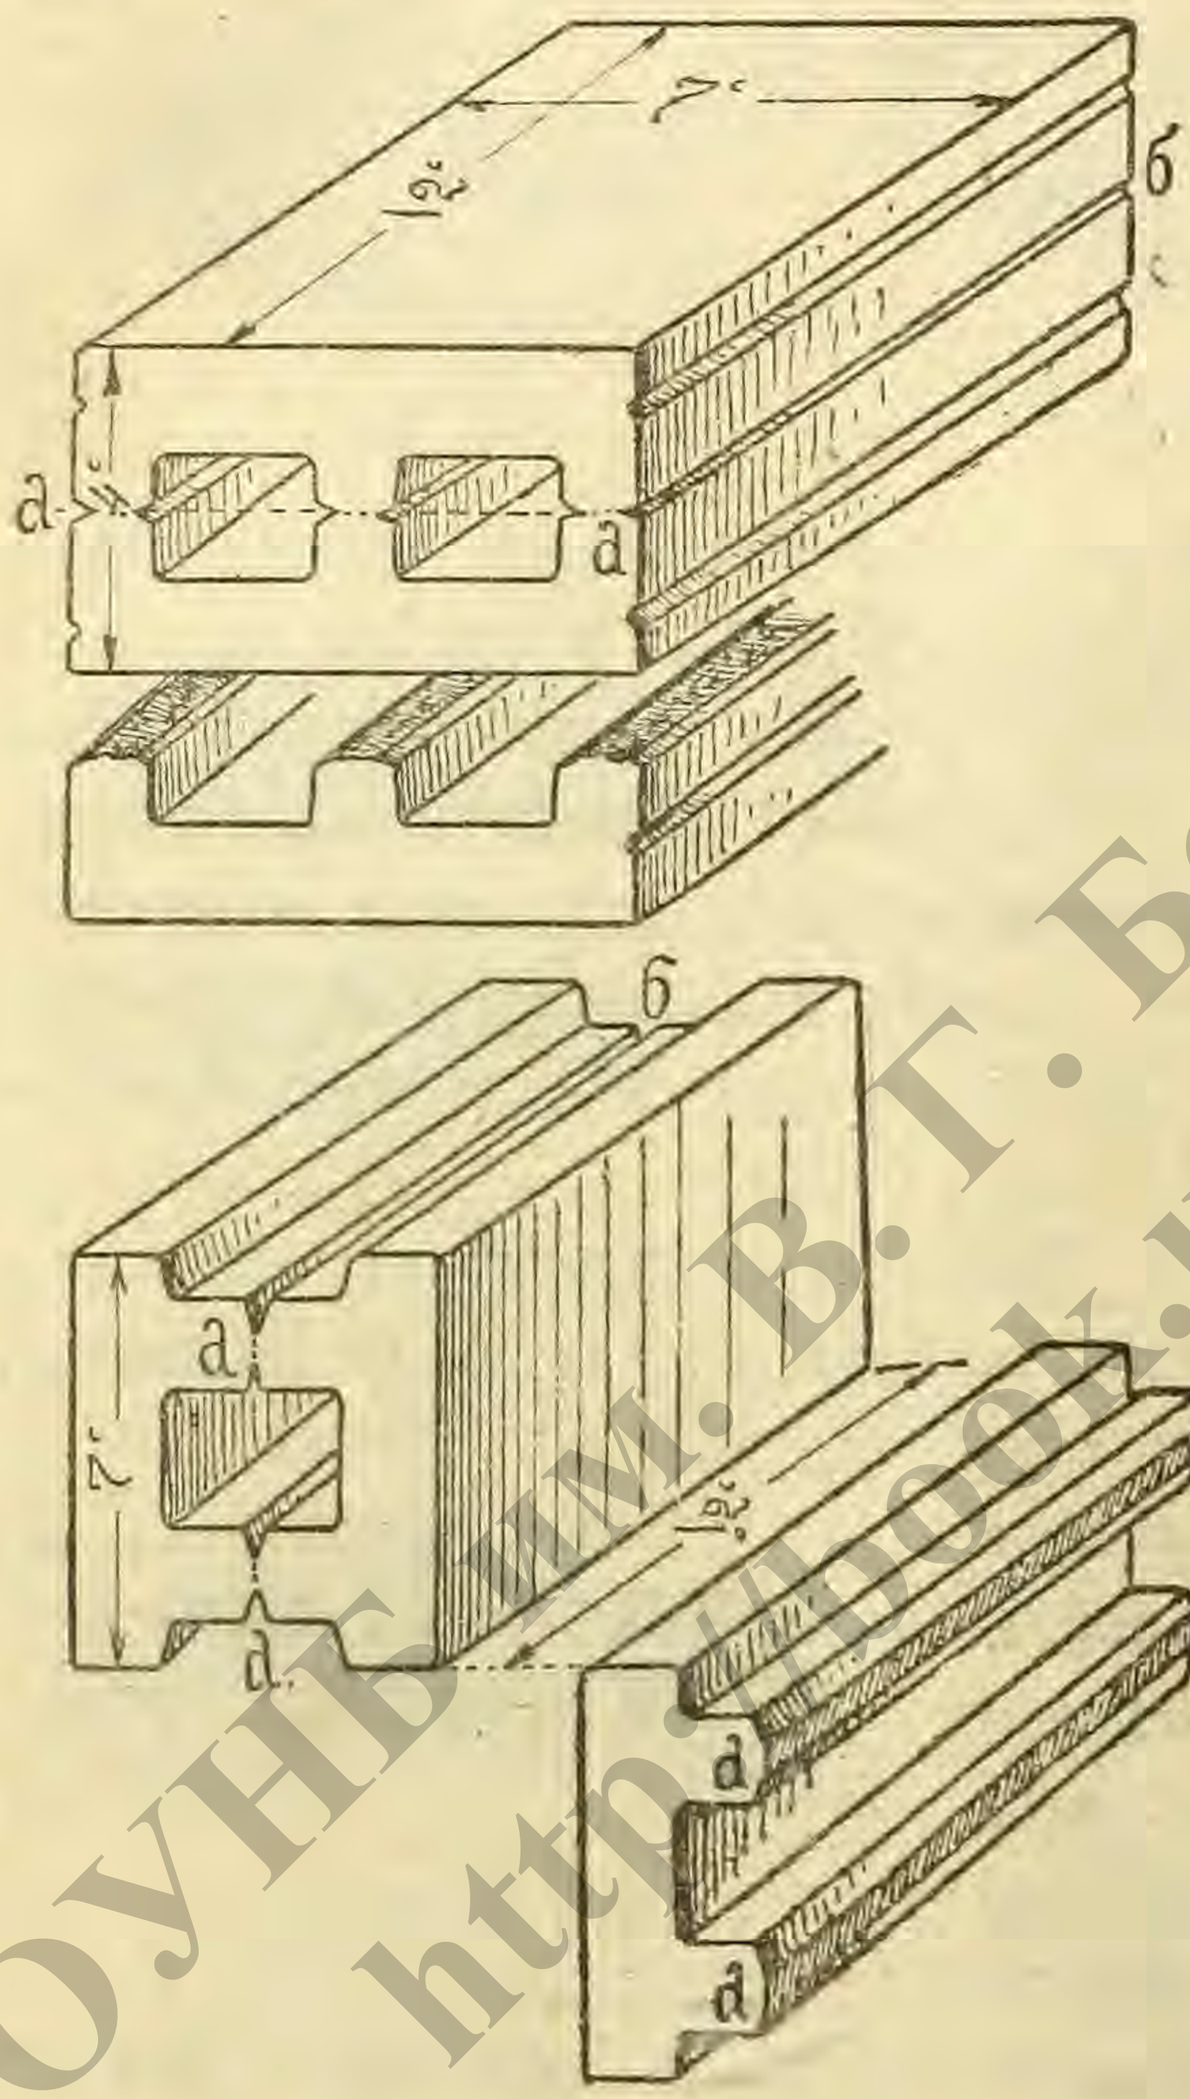

Рис. 431.
11. *Облицовочные плитки* (рис. 431)—формуются в ленточных прессах в виде трубчатого кирпича и посредине имеют надрез, по которому легко раскалываются на 2 штуки, служат для облицовки наружных фасадов, а также внутренних поверхностей стен—в кухнях, клозетах, лабораториях и др. Лицевая поверхность плиток покрыта глазурью (поливой) (см. гончарные изделия).